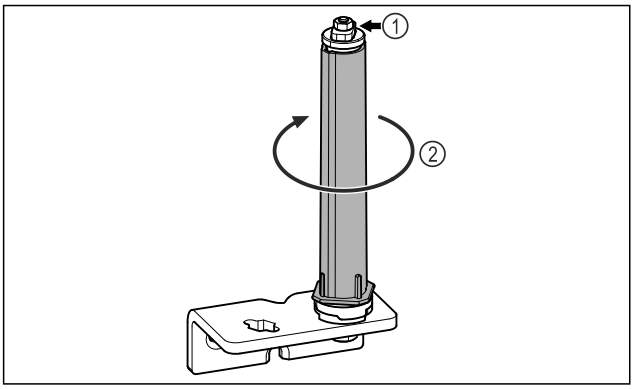

Fig. 13
▶ Nu dezasamblați sistemul de închidere al ușii *Fig. 13 (1)*.
▶ Rotiți *Fig. 13 (2)* sistemul de închidere, până când face clic.